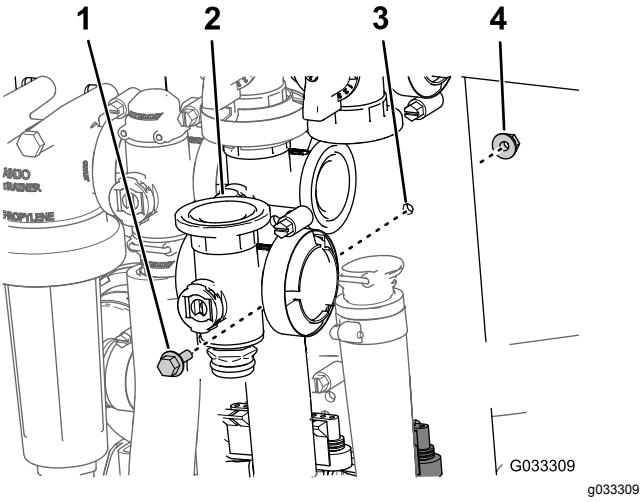

**Figuur 67**
3. Verwijder de flenskopbout en flensborgmoer waarmee de hoofdklep van de spuitboom is bevestigd aan de klepbevestiging en verwijder de verdeler uit de machine (Figuur 67).